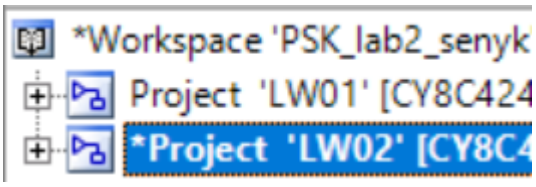

Рисунок 1.4 – Копія проєкту
3. Скопіюйте модифікований проєкт Лабораторної роботи No1 (кнопка та світлодіоди) (рисунок 1.4)